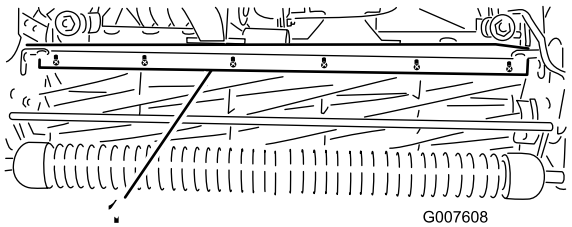

Figur 46
1. Løsne skruene som fester den øverste stangen (Figur 46) til klippeenheten.